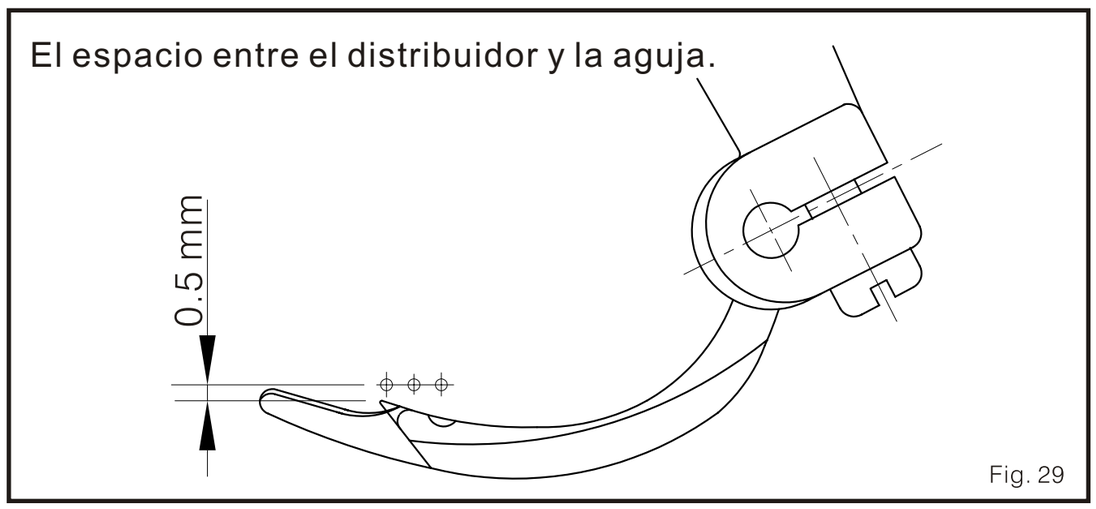

Fig. 29
2. Cuando el distribuidor pase por la aguja izquierda el espacio ente ellos debe ser de 0.5 mm. (Fig.29)